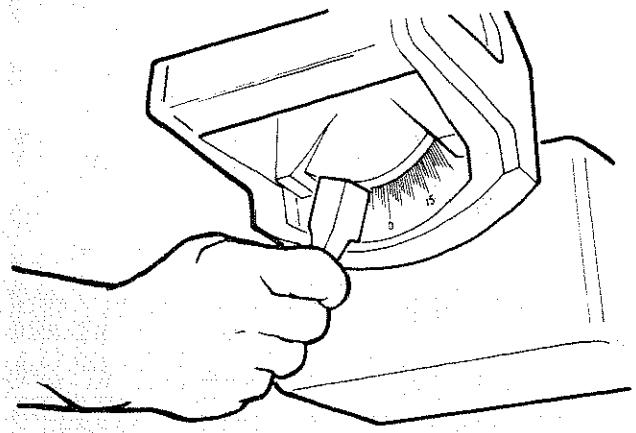

Fig. 122 - Bevel Lock - Locked
2. Position the motor at approximately 30° bevel angle and lock *bevel lock.* (Figure 122)